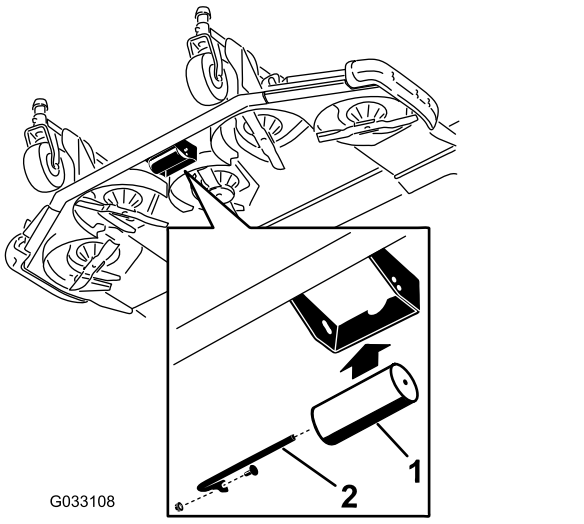

Figuur 27
2. Houd de rol recht voor de bovenste openingen en zet de as vast met de schroef en de moer (Figuur 27).